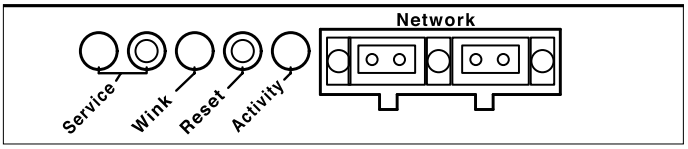

*Figure 4.3. The RMS user panel*
The RMS communication module's user panel, shown in Figure 4.3, has three LEDs and two buttons. The following sections describe their functions.
**NOTE:** The LEDs and buttons on the user panel of the RMS communication board shown back in Figure 4.3 are used exclusively by RMS, and have no effect on the acoustical and/or electrical activity of the 600-HP itself — unless MUTE or SOLO is enabled on the RMS module and from the RMS software.